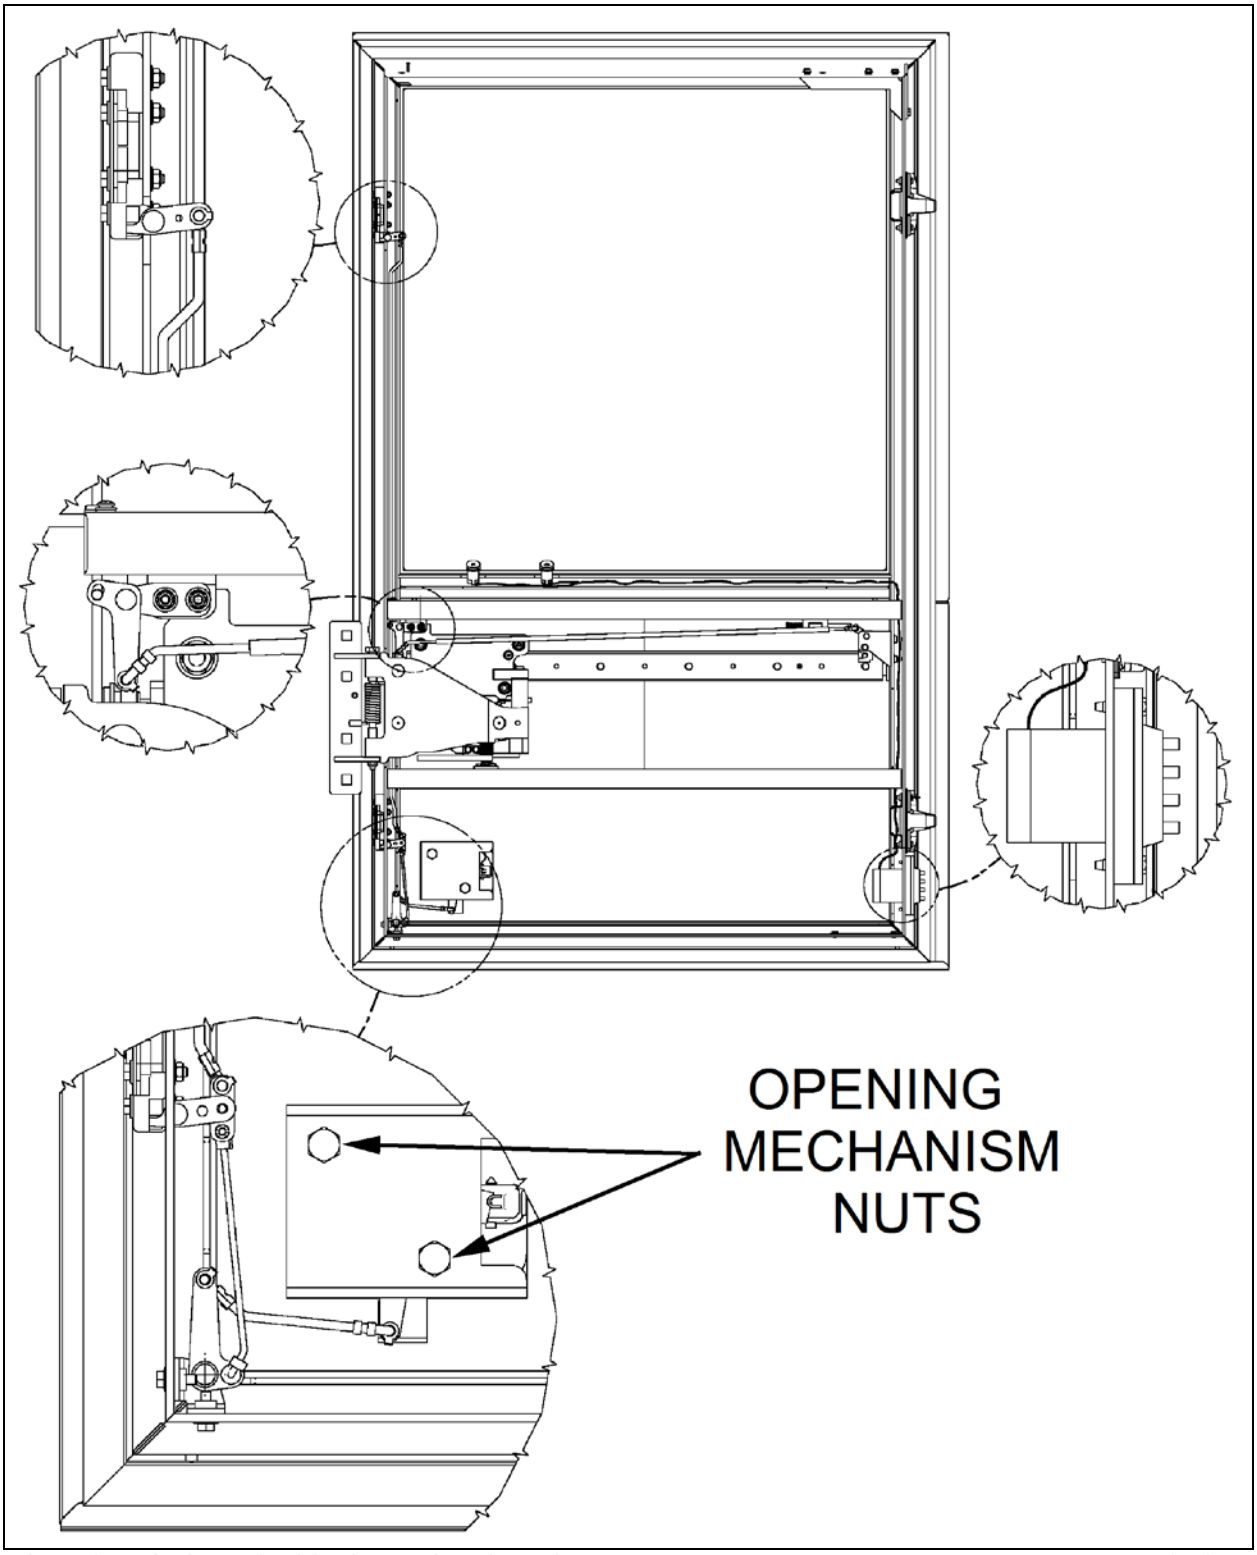

**FIGURE 64: WCL SLIDING DOOR OPENING MECHANISM** **18740**
2. Using a rubber mallet, adjust the lower part of pantograph arm in order to get 4 ± 1 mm between lateral panel and engine door (Refer to figures 64 and 66).